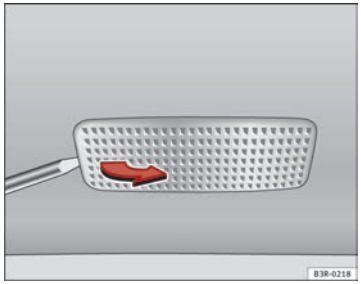

Fig. 242 Removing sun visor light
– Remove the bulb carefully, using the flat part of a screwdriver ⇒ Fig. 242.